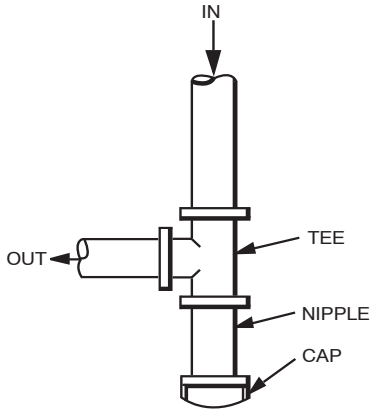

**Fig. 10 - Sediment Trap**
4. Install sediment trap in riser leading to heating section (See Fig. 10). This drip leg functions as a trap for dirt and condensate.